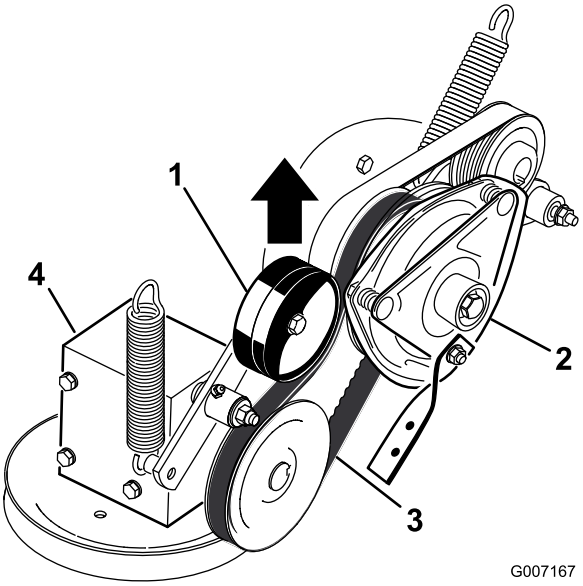

**Figur 52**
5. Træk op i den fjederbelastede styreremskive for kraftudtagets drivrem, og fjern remmen fra koblingsremskiven (Figur 52).
17. Træk op i den fjederbelastede styreremskive for kraftudtagets drivrem, og monter den på koblingsremskiven (Figur 52).